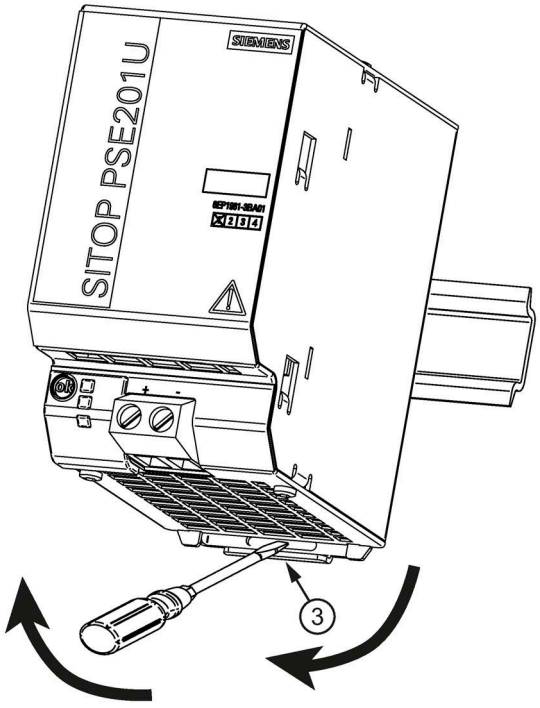

Figure 3-5 Mounting/removal
To remove, pull up the slider ③ using a screwdriver (see Figure 3-5 Mounting/removal (Page 50)) and disengage the device at the bottom edge of the standard mounting rail. Then you can remove the device from the upper edge of the standard mounting rail.